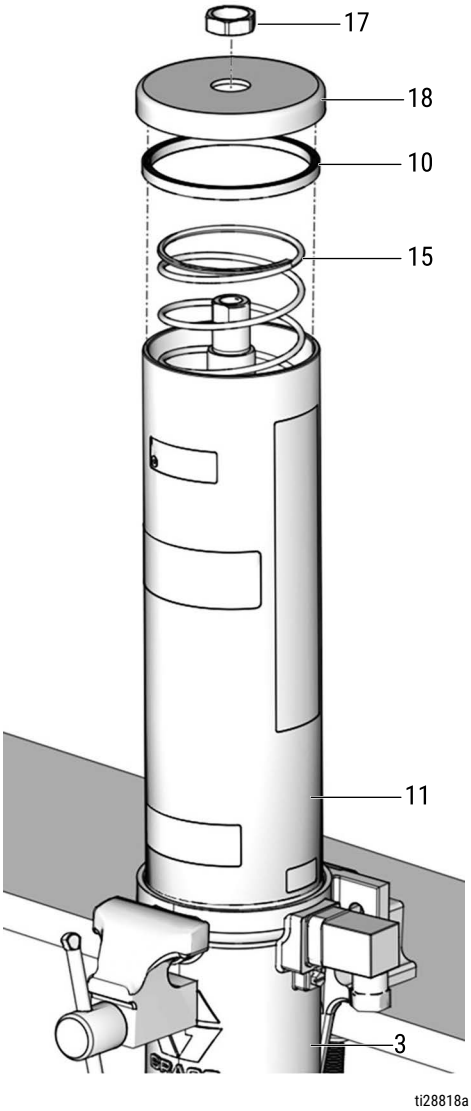

FIG. 39
19. Install the reservoir gaskets (10) to the top and the bottom of the reservoir (11), as shown in FIG. 39.
20. Install the reservoir (11) into the air motor cylinder (3) (FIG. 39).
21. Install the spring (15) inside the reservoir (11) (FIG. 39).